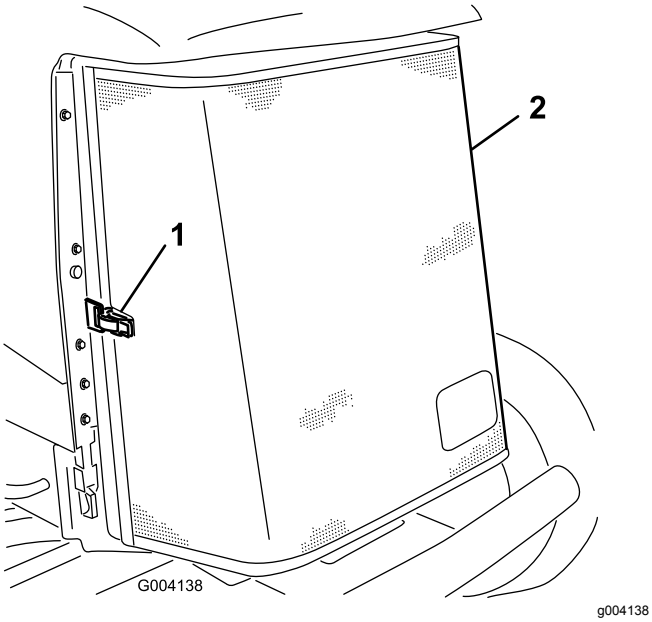

Figuur 94
3. Maak de sluiting los en draai het achterscherm open (Figuur 94).